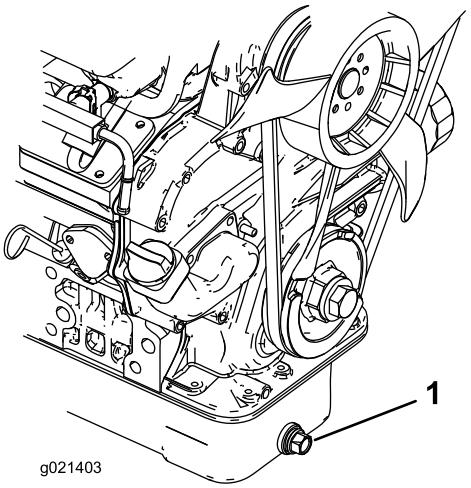

Figur 51
1. Afmonter aftapningsproppen (Figur 51), og lad olien løbe ned i en drænbakke. Sæt aftapningsproppen på igen, når olien holder op med at løbe.